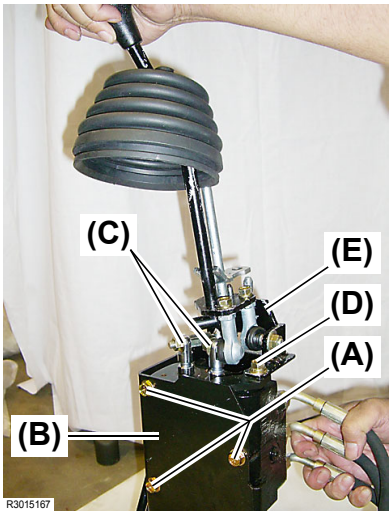

Fig. 3
3. Remove the three (3) M8 × 12 mm (L: 0.48 in.) bolts **(Fig. 3, (A))** and then remove the implement control valve stay **(Fig. 3, (B))**.
4. Remove the two (2) M8 nuts **(Fig. 3, (C))**.
5. Remove the three (3) M8 × 16 mm (L: 0.64 in.) bolts **(Fig. 3, 4, (D))** and separate the implement control lever bracket **(Fig. 3, (E))** together with the lever link.